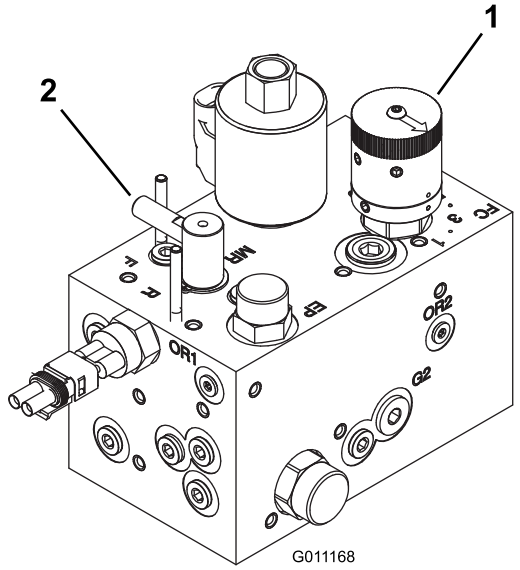

**Figur 75**
3. Drej baglapningsknappen til baglapningspositionen. Drej knivcylinderens hastighedsknap til position 1. Se Figur 75.